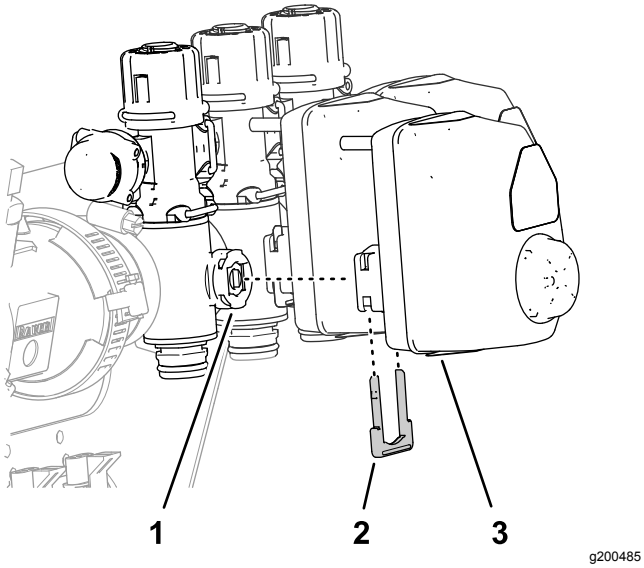

Figuur 62
1. Verwijder de 3 borgclips waarmee de 3 klepactuators bevestigd zijn aan de kleppen van de linker-, rechter- en middelste spuitboom (Figuur 62).
2. Verwijder de klepactuators van de spuitboomkleppen van de linker-, rechter- en middelste spuitboom (Figuur 62).
10. Monteer de 3 klepactuators op de kleppen van de linker-, rechter- en middelste spuitboom (Figuur 62); gebruik de borgclips die u verwijderd hebt in stap 1.